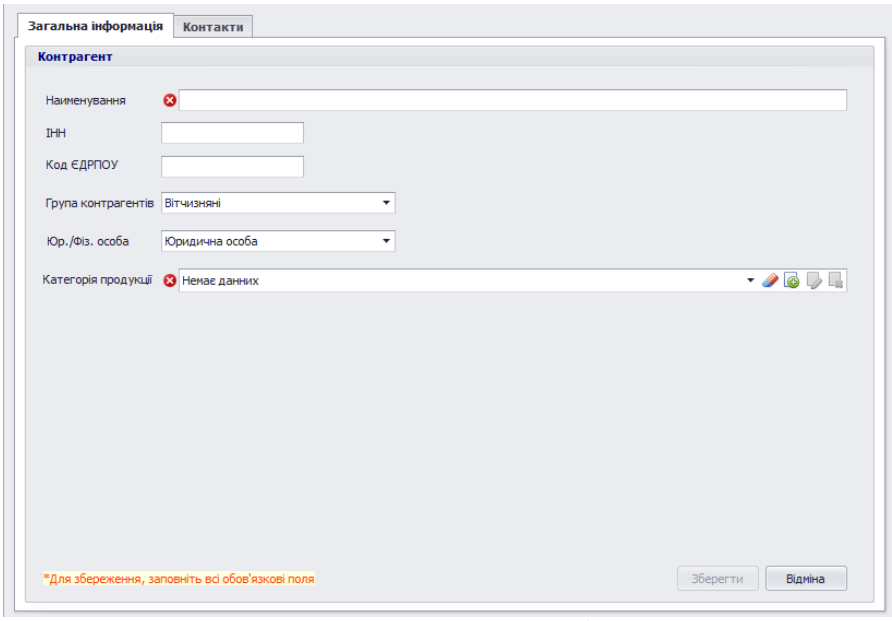

Рисунок 10.3 – Основний вигляд вкладки «*Загальна інформація*» кнопки «*Додати*»
- «*Загальна інформація*» (рис.10.3) - створення контрагенту та заповнення всіх полів;